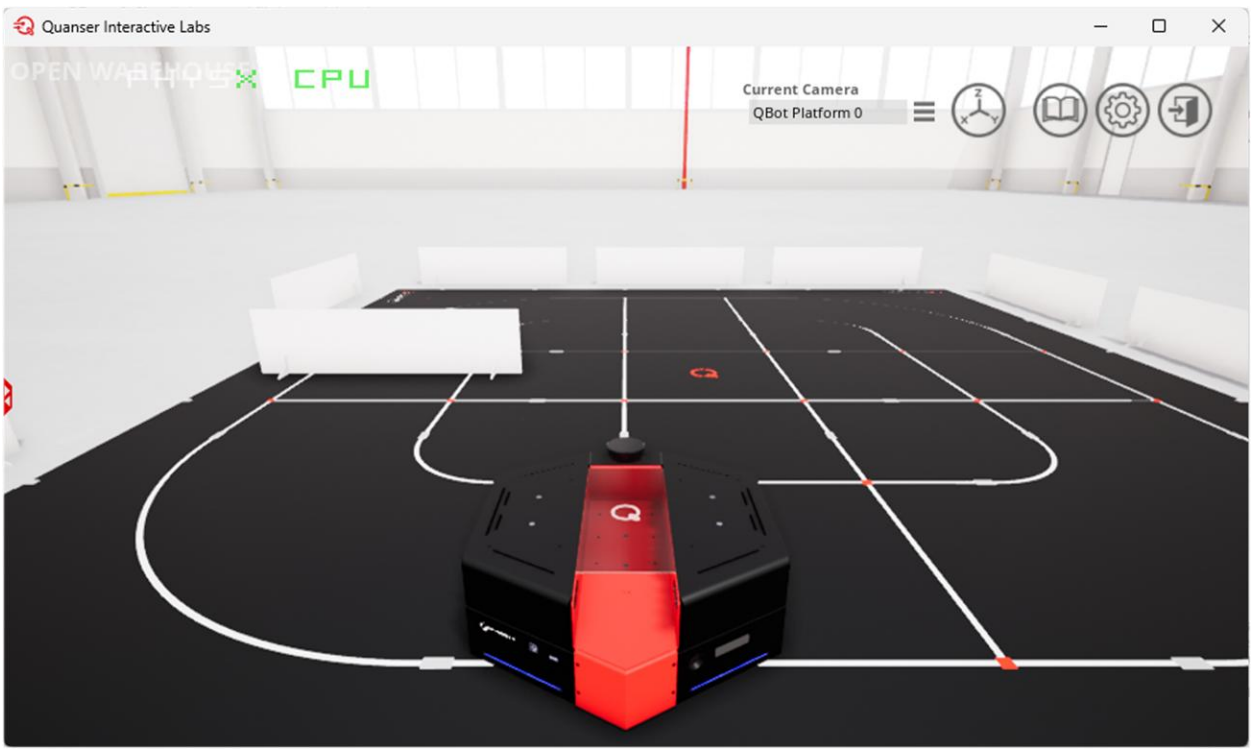

Figure 1. Successful set up of the Quanser Interactive Lab Workspace
4. On a separate terminal, run line_following.py on the QBot Platform. When the script is run successfully, the QBot and the Environment should be spawn in QLab and User LEDs on the virtual QBot will turn blue. Verify that the QBot is spawn as shown in Figure 1, press the "U" key and stop the script.